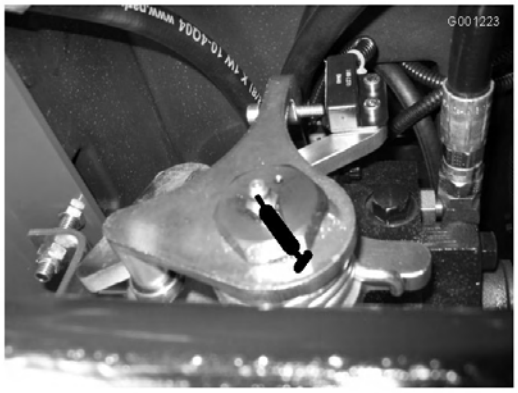

Figure 40
- Arbre de point mort de la transmission (Figure 40)